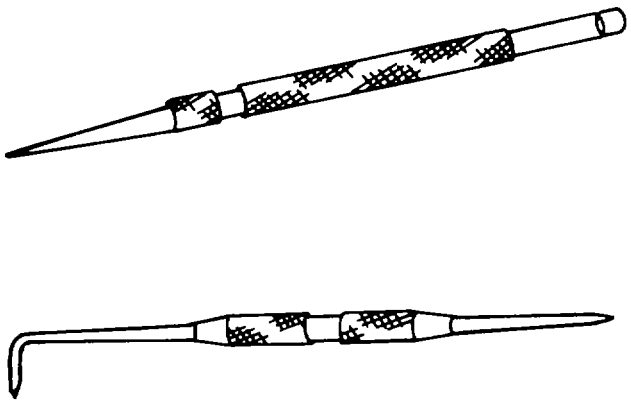

Figure 3-7. Mechanist's Scribers
(1) Machinist's scriber. The machinist's scriber is used to mark or score on steel, glass, aluminum, copper or similar surfaces. There are two basic types of machinist's scribers; single point pocket, and bent pointstraight point, as shown in figure 3-7.